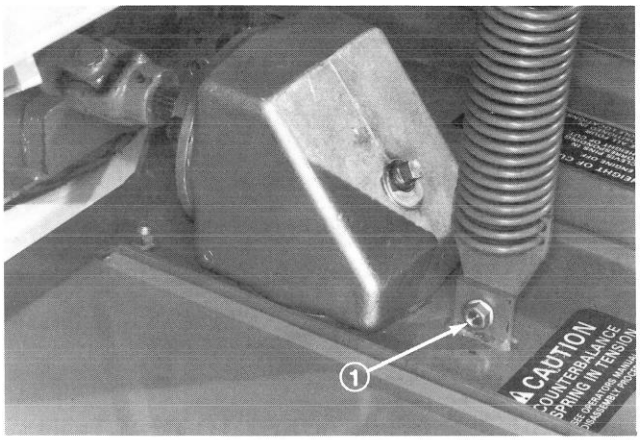
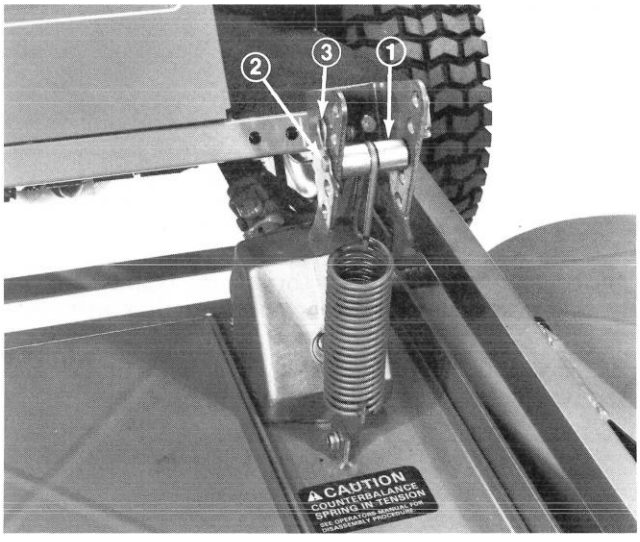

Figure 12
Figure 13
3. Mount spring end to cutting unit gear box base with shoulder bolt and flange nut (Fig. 12). Hook end of the spring should be offset toward rear of cutting unit (Fig. 13).
4. Start engine and raise cutting unit. Insert long hook end of spring into center groove of spacer, align spacer and spring with center bracket holes and insert clevis pin through center bracket hole, spacer and spring (Fig. 13). Secure assembly with hairpin (Fig. 13).